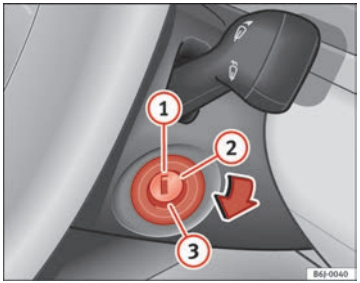

Fig. 99 Ignition key positions
In this position ⇒ Fig. 99 the ignition and the engine are OFF and the steering may get locked.
– Turn the ignition key to position ⇒ Fig. 99 (2). The warning lamp ϖ will light for engine pre-heating.
– When the lamp turns off, turn the ignition key to position (3) to start the engine. Do not press the accelerator.
– Turn the ignition key to position ⇒ Fig. 99 (1).